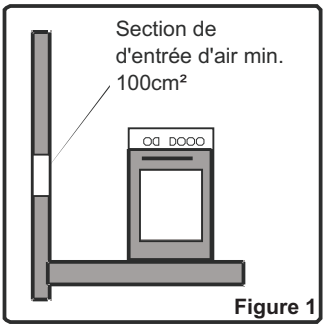

Figure 1
- Le flux d'air doit entrer par le bas (mini 100cm²) et sortir par le haut (mini 100cm²). Ces ventilations doivent avoir donc une surface minimum de 100 cm², efficace pour le passage de l'air. Ces ventilations doivent être ouvertes et jamais bouchées. Elles doivent de préférence être situées près de l'arrière de la plaque de cuisson (pour l'arrivée d'air fig. 1 et 2) et à l'opposé des gaz brûlés occasionnées par la cuisson (pour l'évacuation), c'est à dire à 1.80m au moins au-dessus du sol. S'il est impossible d'ouvrir ces ventilations vers l'extérieur, à l'endroit où la cuisinière est installée, l'air nécessaire peut également provenir d'un autre endroit à condition qu'il soit correctement ventilé et qu'il ne s'agisse ni d'une chambre à coucher, ni d'un endroit dangereux.